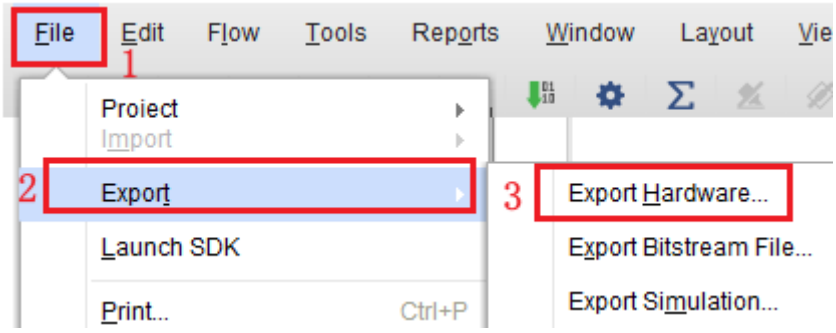

图 1-23 导出 bit 文件
1. 编译工程，然后依次点击 File->Export->Export Hardware，导出 bit 文件，如下图 1-23 所示。